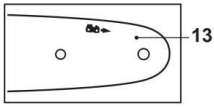

Rys. 4
5. Prowadnica (13) powinna posiadać symbol "cięcia" łańcucha pilarki w górnej części prowadnicy (rys. 4).